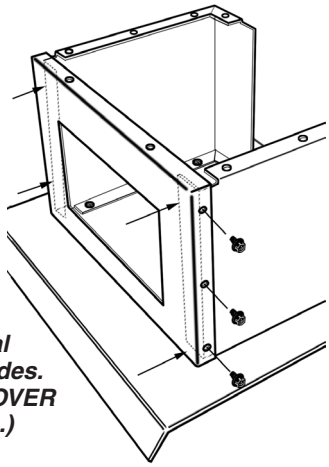

Figure 4 – Attach Pedestal Front Frame to Sides. (Note– front goes OVER the side panels.)
4. Attach the pedestal front frame to the sides. The pedestal front should go ***over*** (not inside of) the side panels. Use three (3) self-tapping screws (provided in the hardware pack) on each side to attach both pedestal sides to the pedestal front (figure 4).